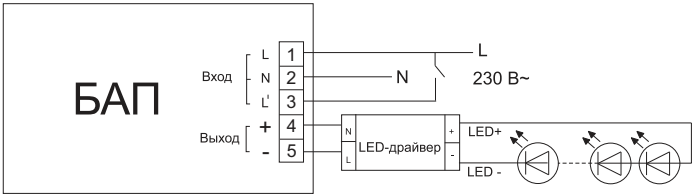

Рисунок 3
4.3.2 Постоянный режим. БАП подключается к светодиодному светильнику выходными проводниками 4 и 5, а входные провода L и L' БАП замыкаются (рисунок 3).